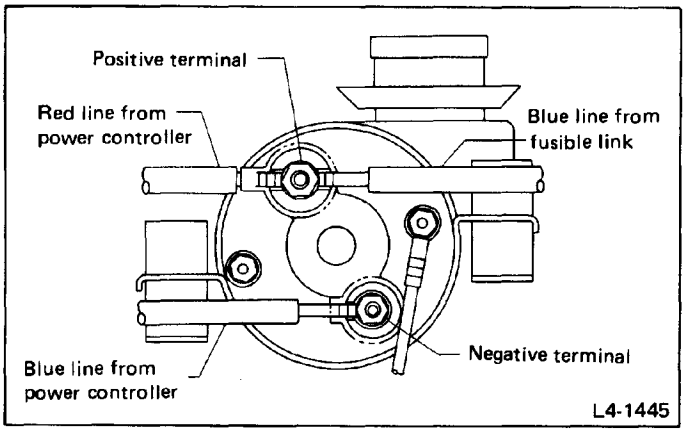

Fig. 219
2) Connect harnesses as shown in Figure 219.